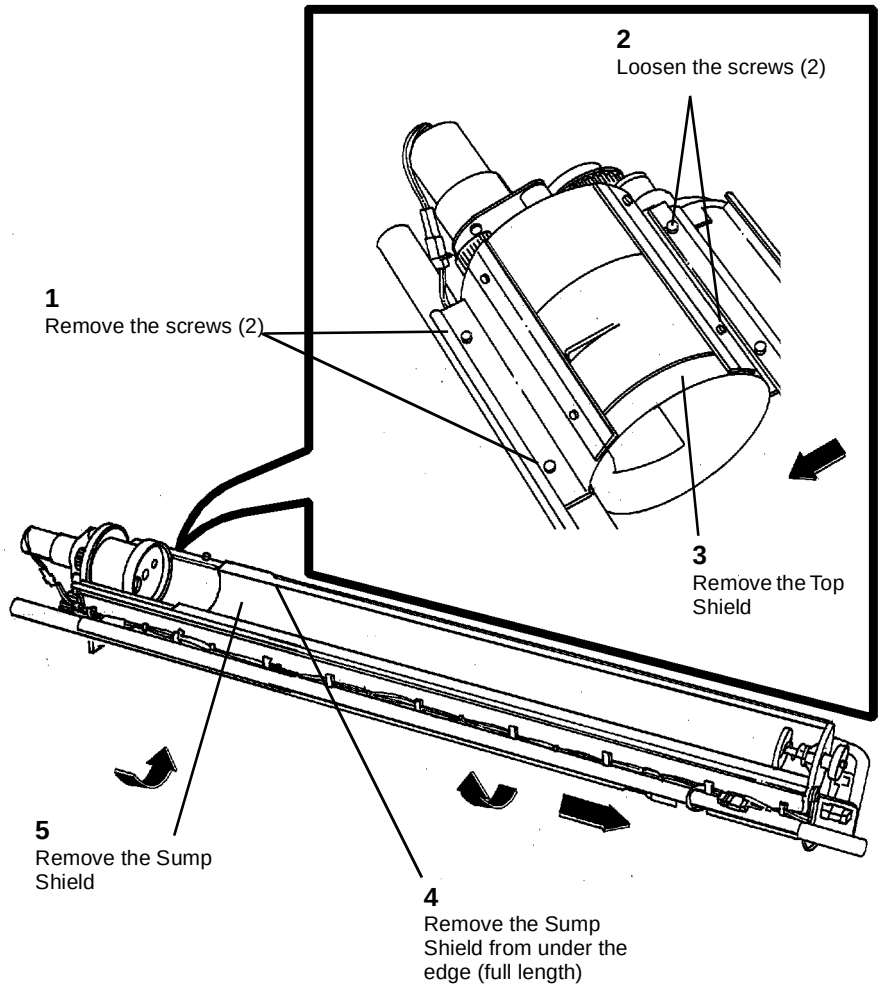

**Figure 1 Removing the Sump Shield from the Developer Module**
2. (Figure 1): Remove the Sump Shield.